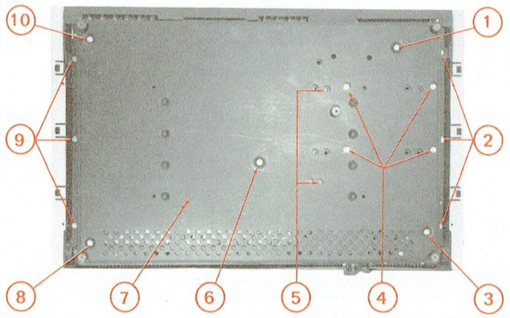

Fig. 2
2° Enlever les vis (2) (5) et (9) (Fig. 2).
C - ACCÈS AUX CIRCUITS IMPRIMÉS COTÉ SOUDURES (Fig. 2)
F - DÉPOSE DE L'ENREGISTREUR-LECTEUR DE CASSETTES (Fig. 2)